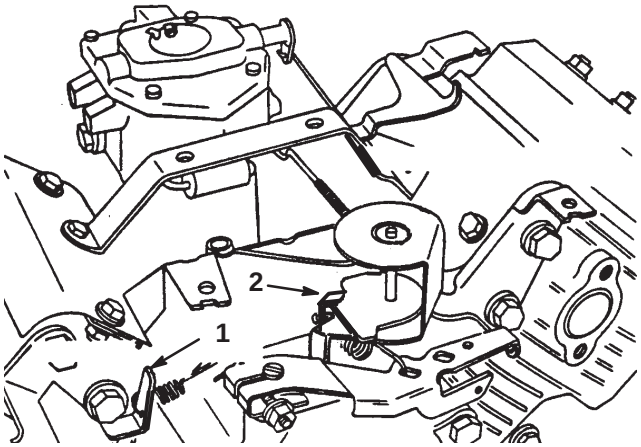

Figure 47
3. Bend the governed idle spring anchor tang (Fig. 47) to attain an idle speed of 1450±50 RPM. Check the speed with a tachometer.
5. Move the throttle control to the Fast position. Bend the high speed spring anchor tang (Fig. 47) to attain a high speed of 2850±50 RPM.